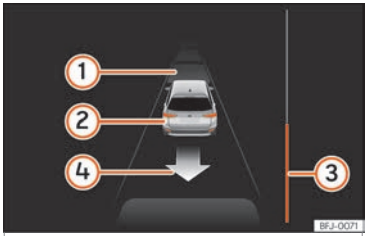

Fig. 285 Sul display del quadro strumenti: uscire da un parcheggio in linea.
Legenda della **fig. 285**:
7.	Retrocedere finché non si sentirà il segnale continuo del ParkPilot. **OPPURE:** spostarsi in retromarcia finché nel display del quadro strumenti non comparirà l'indicazione di spostarsi con la marcia in avanti. La barra di avanzamento ››› fig. 285 ③ indica la distanza che si deve percorrere ››› pag. 330.